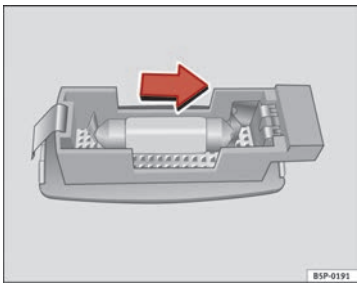

Abb. 213 Ausbau der Leuchte in der Sonnenblende
– Hebeln Sie das Lampenglas mit einem Schraubendreher vorsichtig an der Vertiefung heraus, wie dies im Bild gezeigt wird ⇒Abb. 213.
– Nehmen Sie die Glühlampe in Pfeilrichtung heraus ⇒Abb. 213. ■